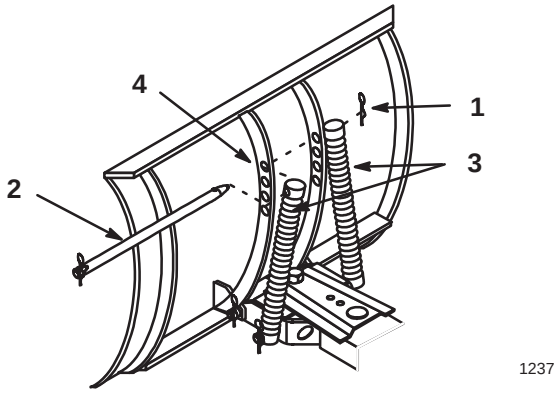

Figure 20
The blade trip springs can be mounted in 4 positions. The top hole provides the greatest scraping pressure and the lower hole the least scraping pressure (Fig. 20).
1. Remove the hairpin cotter and slide the rod out from the blade and springs (Fig. 20).
2. Slide the rod through the springs and new hole position in the blade (Fig. 20).